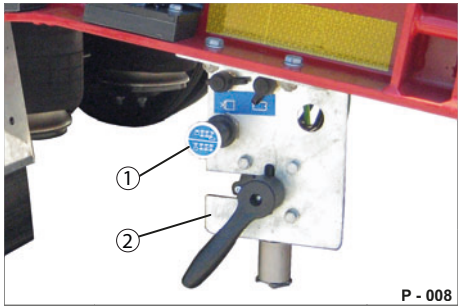

Abb. 53 Nachlauf-Lenkachse
Der Druckknopf (Abb. 53/1) ist auf der Bedienkonsole angebracht.
▶ Ziehen Sie den Druckknopf (Abb. 53/1).
▶ Drücken Sie den Druckknopf (Abb. 53/1).